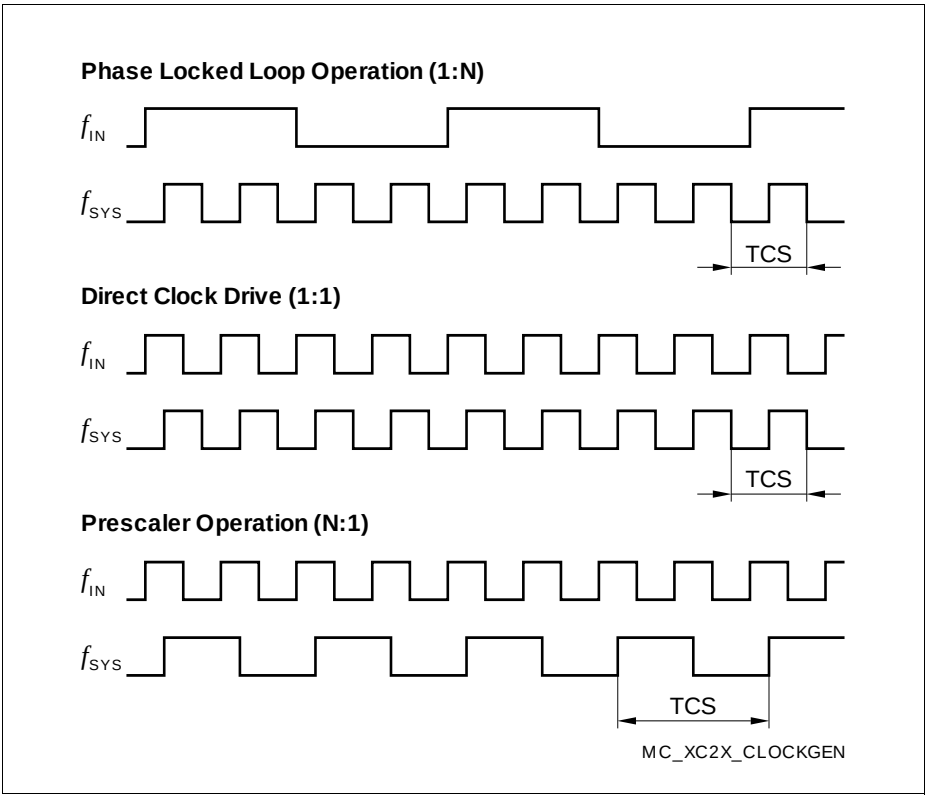

Figure 20 Generation Mechanisms for the System Clock
*Note: The example of PLL operation shown in **Figure 20** uses a PLL factor of 1:4; the example of prescaler operation uses a divider factor of 2:1.*